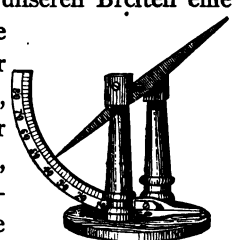

FIG. 37.
3. Eine Magnetnadel, die an einem Faden in ihrem Schwerpunkte aufgehängt ist, stellt sich an jedem Orte der Erde in die Richtung ein, welche die Tangente an die Kraftlinie des Erdfeldes an diesem Orte hat. Hierbei wird der Nordpol der Nadel von dem magnetischen Südpol der Erde angezogen und weist daher nach Norden. Die Nadel stellt sich in allen Punkten des magnetischen Äquators wagrecht, während sie in unseren Breiten eine stark nach unten geneigte Lage annimmt, da die Kraftlinien hier bereits stark abfallen. Der Winkel, den ihre magnetische Achse mit der Horizontalen bildet (vgl. Fig. 37), heißt die magnetische Inklination des betreffenden Ortes; sie beträgt in Deutschland jetzt etwa 66° (für Potsdam [1] war die Inklination im Jahre 1904 = 66° 19,6′). Je weiter man sich von dem magnetischen Äquator nach Norden oder Süden entfernt, um so steiler stellt sich die Magnetnadel ein, die Inklination wächst also mit der geographischen Breite.